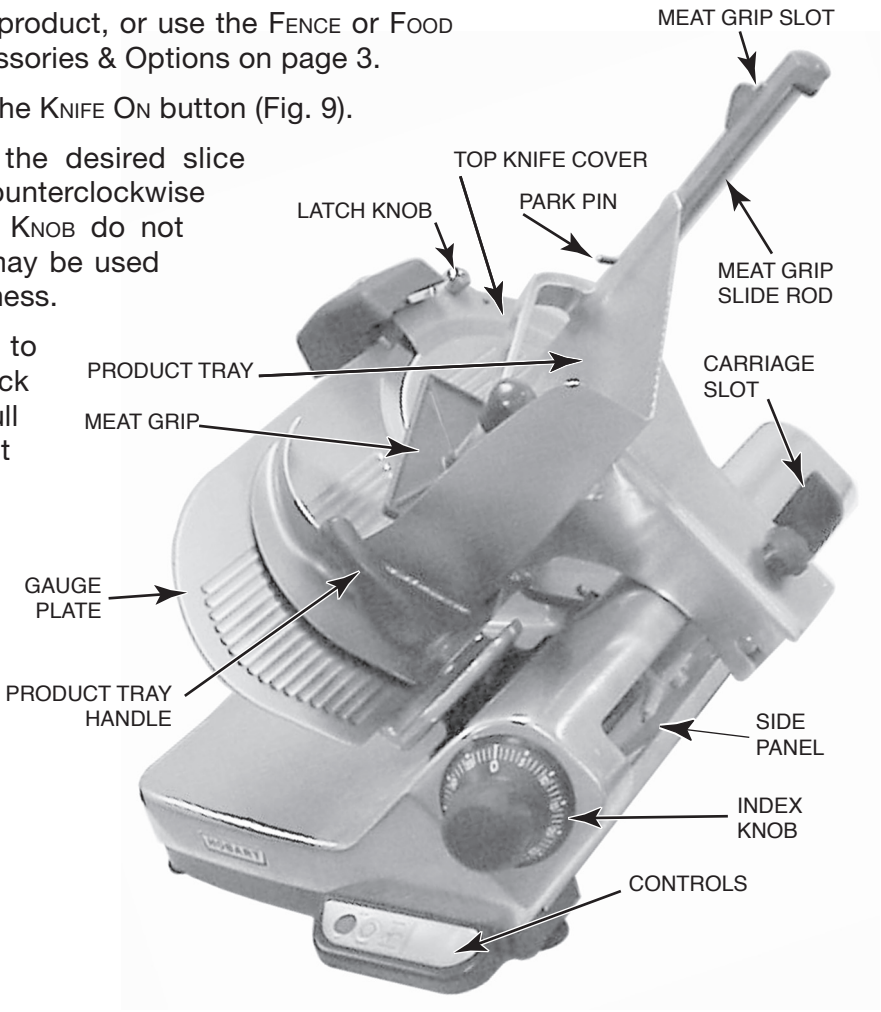
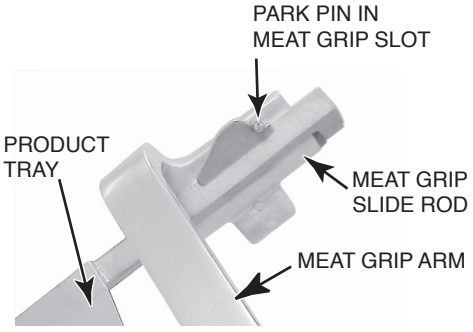

Fig. 7
Fig. 8
The Top Knife Cover, and the plastic Ring Guard Cover underneath it, are shipped in place and secured with the Latch Knob on the Top Knife Cover (Fig. 7).
To remove the Top Knife Cover, turn the Latch Knob (Fig. 7) counterclockwise and lift the Top Knife Cover off the three guide Pins (Figs. 5, 6). Remove the plastic Ring Guard Cover by lifting it from the guide Pins (Fig. 6).
Secure the Ring Guard Cover and Top Knife Cover by turning the Latch Knob counter-clockwise while lowering the Top Knife Cover; then, release the Latch Knob and turn it clockwise until snug (Fig. 7).
- Close the Gauge Plate by turning the Index Knob fully clockwise (Fig. 7).
- Pull the Product Tray (Fig. 7) all the way toward you until it reaches its stop (this is the home position).
- Raise the Meat Grip to the top of the Product Tray, and rest the Park Pin in the Meat Grip Slot (Fig. 8).
Adjust the Gauge Plate to obtain the desired slice thickness by turning the Index Knob counterclockwise (Fig. 7). The numbers on the Index Knob do not indicate actual measurements but may be used for reference to duplicate slice thickness.
Use the Product Tray Handle (Fig. 7) to push and pull the Product Tray back and forth to slice. When finished, pull the Product Tray toward you until it stops. Turn the Index Knob fully clockwise to close the Gauge Plate — this will turn the slicer off. You can also press the Off button to stop the slicer.
Raise the Meat Grip to the top of the Meat Grip Slide Rod, and rest the Park Pin in the Meat Grip Slot (Fig. 8).
Use the Product Tray Handle (Fig. 7) to push the Product Tray back and forth to slice manually. When finished, pull the Product Tray toward you until it stops. Close the Gauge Plate by turning the Index Knob fully clockwise. Press the Off button to stop the slicer. Raise the Meat Grip to the top of the Meat Grip Slide Rod, and rest the Park Pin in the Meat Grip Slot (Fig. 8).
Remove the Top Knife Cover by turning the Latch Knob (Fig. 7) counterclockwise and lifting the Top Knife Cover free of the three guide Pins (Figs. 13, 14).
Carefully reassemble the plastic Ring Guard Cover by putting it in position using the three guide Pins (Fig. 14). Carefully reassemble the Top Knife Cover (Fig. 13) by putting it in position over the plastic Ring Guard Cover using the three guide Pins. Secure both Ring Guard Cover and Top Knife Cover by turning the Latch Knob (Fig. 7) counterclockwise while lowering the Top Knife Cover; then release the Latch Knob and turn it clockwise until snug.
- Place the Top Knife Cover on top of the Ring Guard Cover, aligning with the three guide Pins (Fig. 13). Secure the Ring Guard Cover and the Top Knife Cover by turning the Latch Knob (Fig. 7) counterclockwise while lowering the Top Knife Cover; then, release the Latch Knob and turn it clockwise until snug.